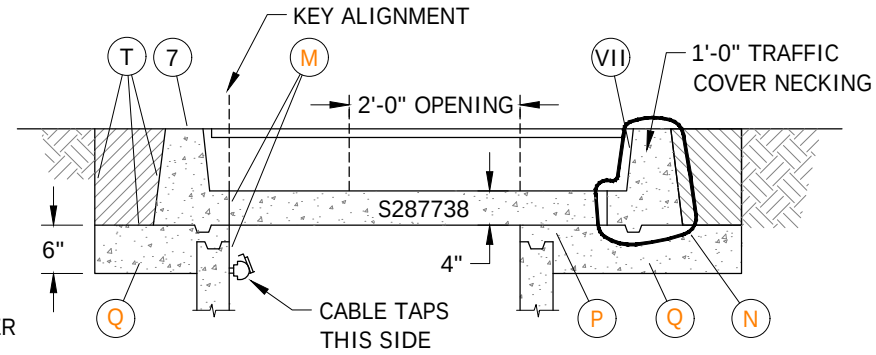

FIGURE 11
(M) SET THE TRAFFIC COVER USING THE INSIDE LIFTING ANCHORS TO PREVENT ANY PROBLEMS REMOVING THE LIFTING DEVICE. LINE UP THE INSIDE EDGE OF THE TRAFFIC COVER NECKING WITH THE INSIDE EDGE OF THE HANDHOLE INTERMEDIATE SECTION ON THE SAME SIDE THE CABLE TAPS ARE LOCATED. IF HANDHOLE DOES NOT HOUSE CABLE TAPS, ALIGN THE INSIDE EDGE OF THE 3315 HANDHOLE TRAFFIC COVER NECKING WITH THE INSIDE EDGE OF THE INTERMEDIATE HANDHOLE SECTION ON THE STREET SIDE. THIS IS THE KEY ALIGNMENT TO THE ENTIRE INSTALLATION. SEE FIGURE 11.
(N) IF ANY OF THE TRAFFIC COVER NECKING WILL BE SET IN CONCRETE (ALONG A CURB OR IN A CONCRETE STREET), WRAP 4 OR 6 MIL POLYETHYLENE SHEETING COMPLETELY AROUND THE NECKING AND TIE WITH TAPE. THIS WILL PREVENT EXISTING CONCRETE AND NEW CONCRETE FROM BONDING MAKING IT EASIER TO RAISE COVER IN THE FUTURE. SEE FIGURE 11.
(P) ALIGN TRAFFIC COVER NECKING TO GRADE USING BRICKS OR WOODEN WEDGES. POUR CONCRETE (4-SACK MIX WITH 3/8 INCH PEA GRAVEL OR AS REQUIRED BY CITY OR COUNTY CODES) INSIDE OF NECKING AND INTO THE OVERLAPPING AREA OF SECTIONS. SMOOTH CONCRETE WITH GROUT AND TROWEL. SEE FIGURE 11.
(Q) ON THE OUTSIDE OF THE NECKING, POUR AND PACK CONCRETE UNDERNEATH WITH A SHOVEL UP TO THE BOTTOM OF THE NECKING AND UP TO FINAL GRADE LEVEL AT THE CURB. SMOOTH OUT ANY EXCESS CONCRETE COMING THROUGH ON INSIDE OF HANDHOLE. TRIM AWAY EXCESS PLASTIC SHEETING. SEE FIGURE 11.